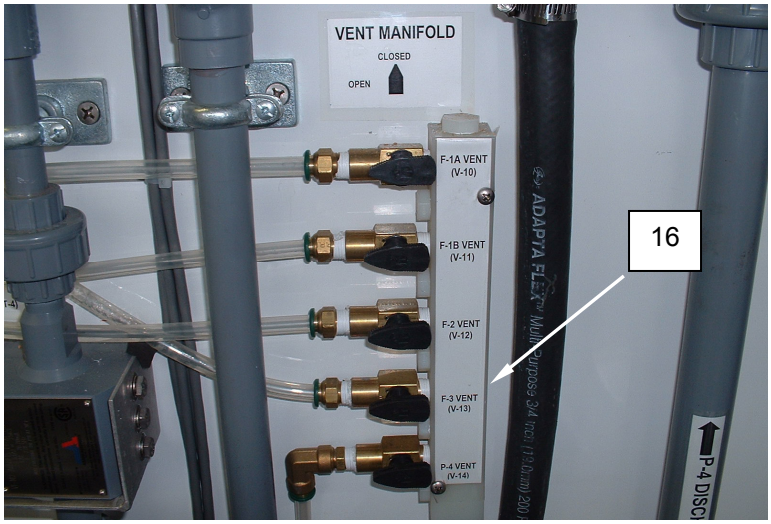

Figure 16. Sodium Bisulfite Preservation Procedure.
17. Open all valves on the vent manifold **(Figure 16, Item 16)**.